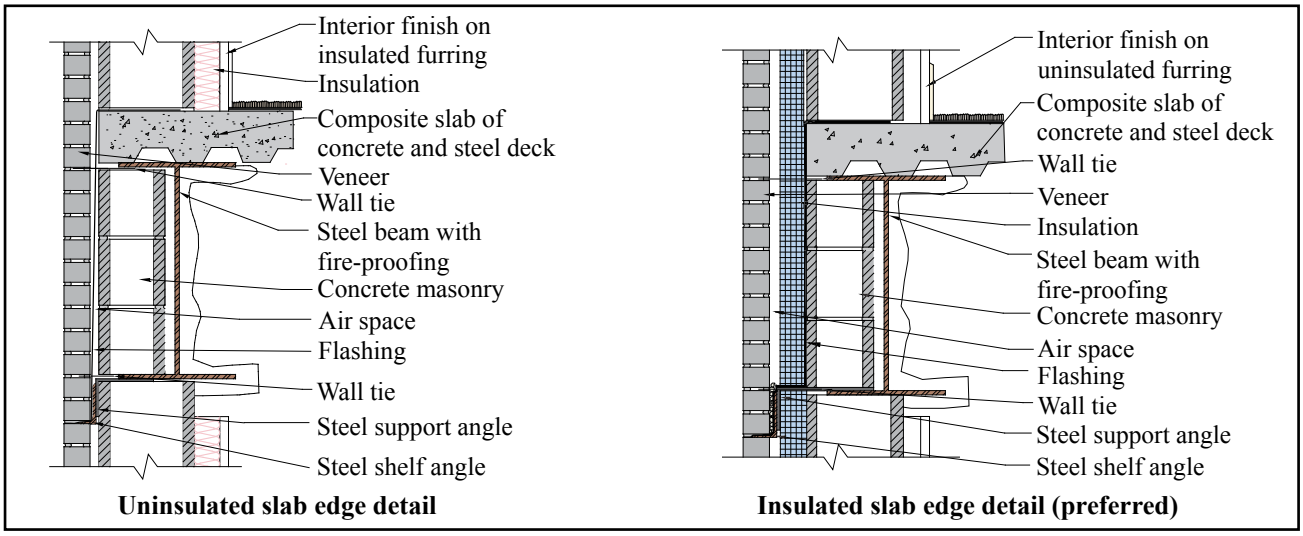

Figure 3—Alternative Insulation Strategies for Slab Edge and Perimeter Beam
Another common thermal bridge is shown in Figure 3. When this wall system is insulated on the interior, as shown on the left, thermal bridging occurs at the steel beam and where the concrete floor slab penetrates the interior masonry wythe.
A better alternative is to place insulation in the cavity, as shown on the right in Figure 3, rather than on the interior. This strategy effectively isolates both the slab edge and the steel beam from the exterior, substantially reducing heat flow through these areas and condensation potential, and decreasing heating loads (ref. 3).